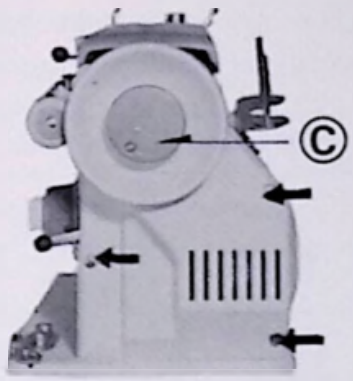
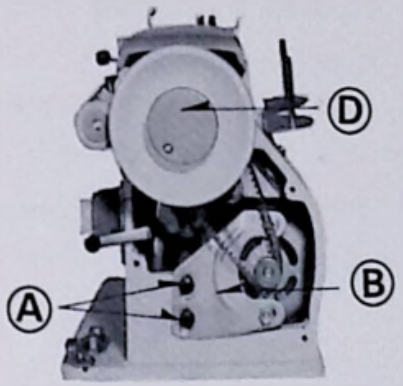

Fig. 53
Fig. 54
(1) Remove three screws holding rear cover (Fig. 53) by tipping it out at the bottom and pivoting around the hand wheel away from the front of the machine.
(2) To adjust "V" belt, loosen screws (A, Fig. 54,) and move bracket B up to loosen belt and down to tighten.
(3) To remove "V" belt:
- (A) Remove top cover.
- (B) Loosen clutch (C, Fig. 53).
- (C) Loosen screws "A" (Fig. 54) and move bracket "B" to its highest position.
- (D) Slip belt off motor pulley and then over hand wheel.
- (E) Replace "V" belt by slipping it over hand wheel and then over motor pulley.
- (F) Adjust as noted under No. 4.